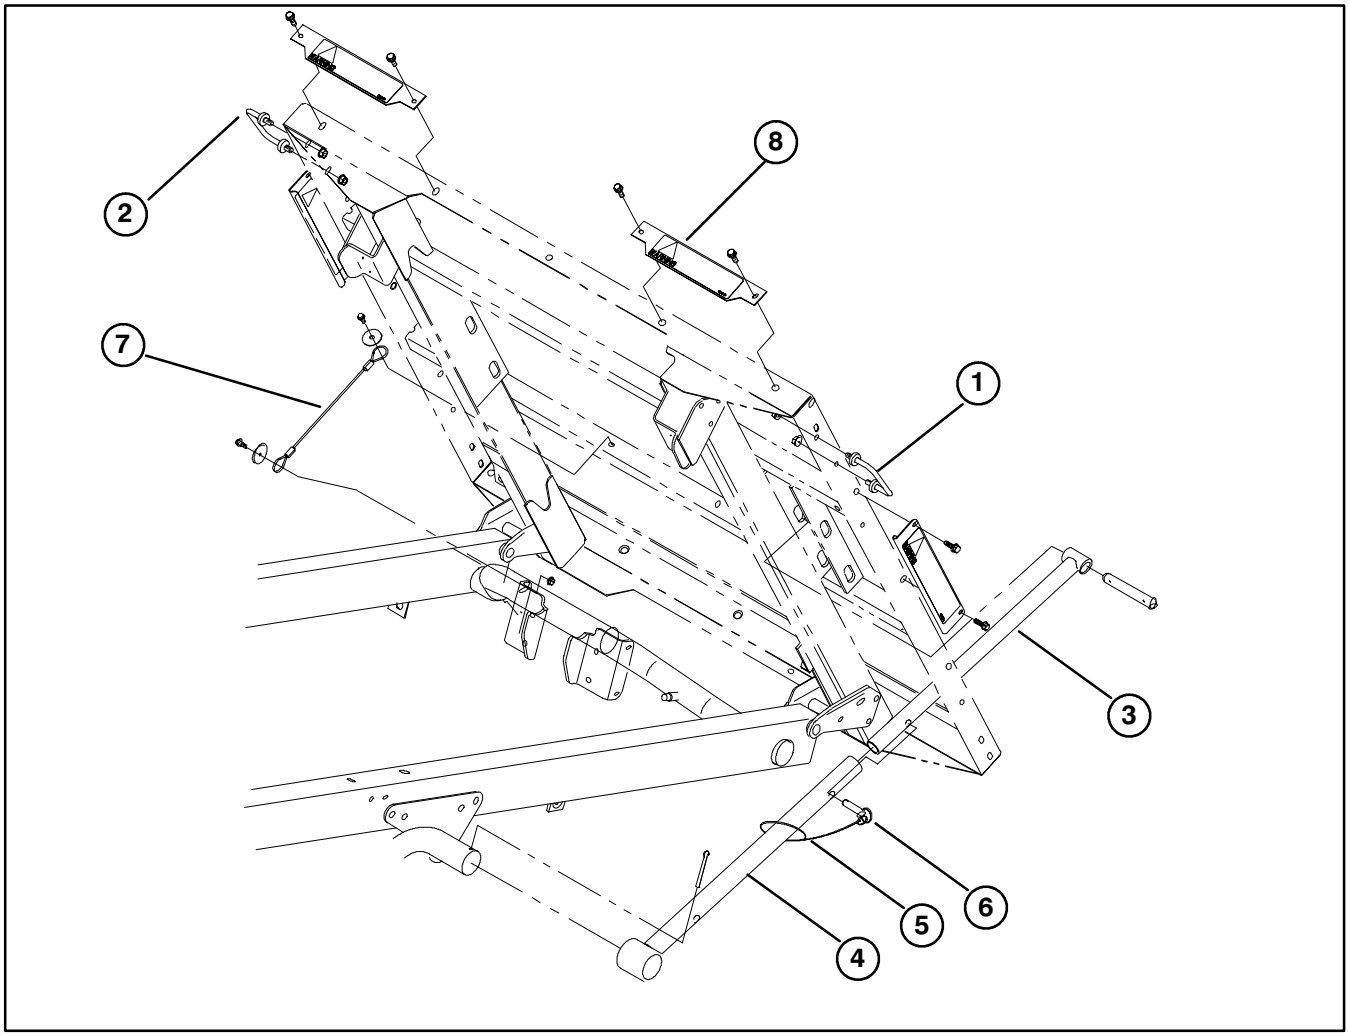

Figure 1
1. Mount a lift handle to each side of bed with (2) flange nuts (Fig.1).
5. Secure a lanyard to hitch pin, then lash lanyard onto outer prop rod (Fig.1).
6. Slide end of outer prop rod onto engine mounting tube and secure with a cotter pin (Fig.1).
1. Mount end of lanyard to bed rib with a shoulder bolt and flat washer (Fig. 1).
2. Mount other end of lanyard to vehicle tube bracket with a shoulder bolt, flat washer and flange nut (Fig. 1).
1. Mount (2) front decal plates to front of bed with flange head capscrews. Position as shown in figure 1.
2. Mount a side decal plate to each side of bed with flange head capscrews. Position as shown in figure 1.